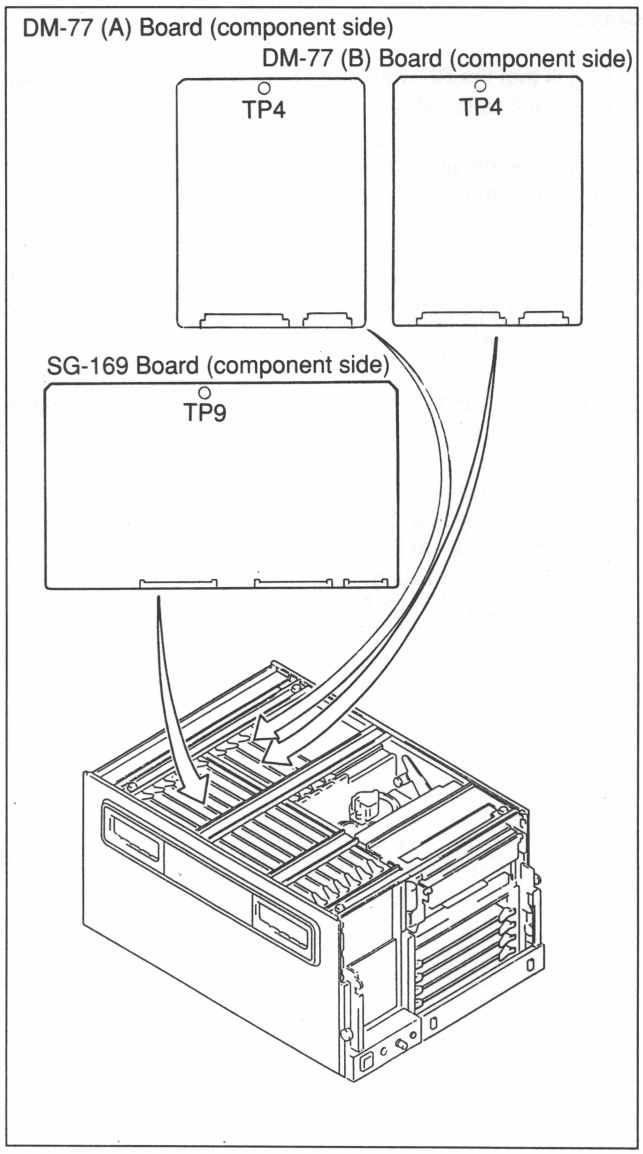

Fig. 8-5-1. Oscilloscope Connection
1. Connect the probe of an oscilloscope as described below. (Refer to Fig. 8-5-1.)